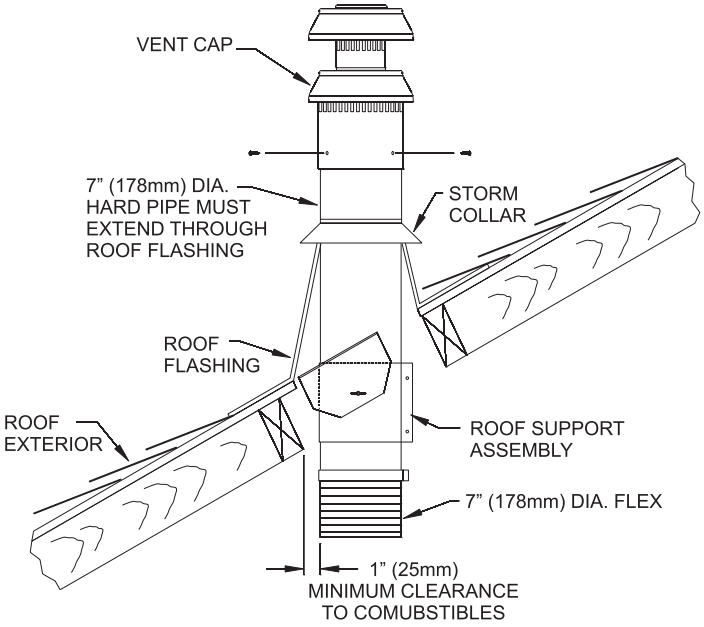

**Figure 35**
19. Once the lower connections are made and the flex pipe is secured with support bands as required (3 feet minimum between supports) then the roof flashing can be installed. **See Figure 35.**
22. To complete the vent installation, install the vent termination cap to the top of the hard vent pipe assembly. Mate up the flue and outer telescopes with the hard pipe assembly, then secure by installing a minimum of two (2) sheet metal screws into the overlapped flanges of the cap and pipe.